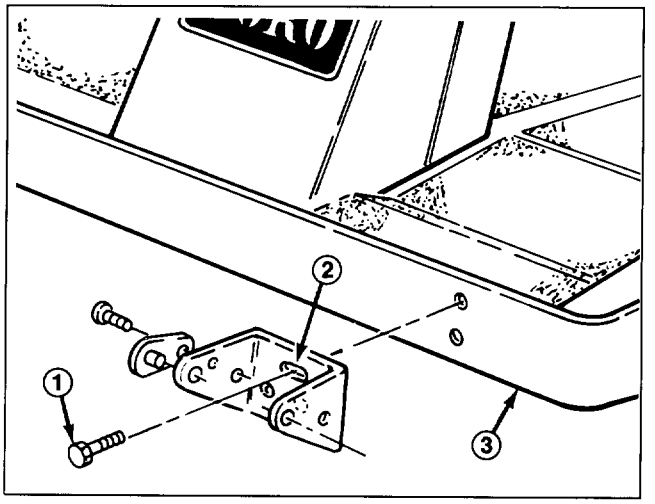

Figure 9
A. Groundsmaster 220-D and 224 — Insert (2) 3/8 x 1" capscrews through the slotted bracket holes. Thread the capscrews into captivated frame nuts and torque to 45-50 ft-lb (Fig. 9).